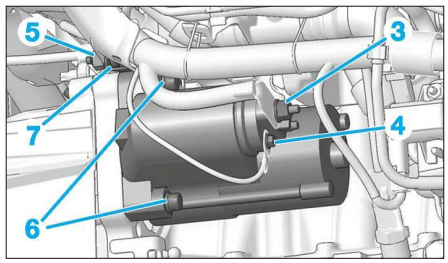

**Fig. 11**
- les écrous (3) et (4) **(Fig.11)**,
- écarter le faisceau (7) électrique du démarreur.
*Si nécessaire desserrer l'écrou (5).*
- Déposer les deux vis (6) de fixation puis le démarreur.